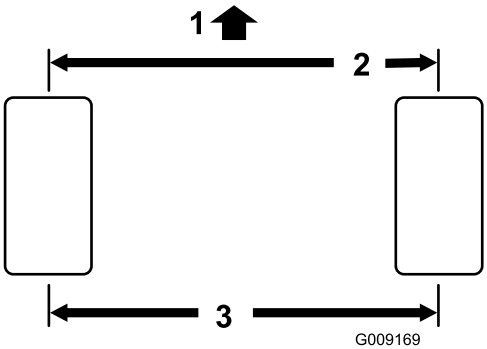

Figur 54
2. Mät avståndet från mitt till mitt (vid axelhöjd) framtill och baktill på styrhjulen (Figur 54). Måttet ska vara 0 ± 3 mm större framtill på däcket än baktill. Vrid däcket i 90 grader och kontrollera måttet på nytt.